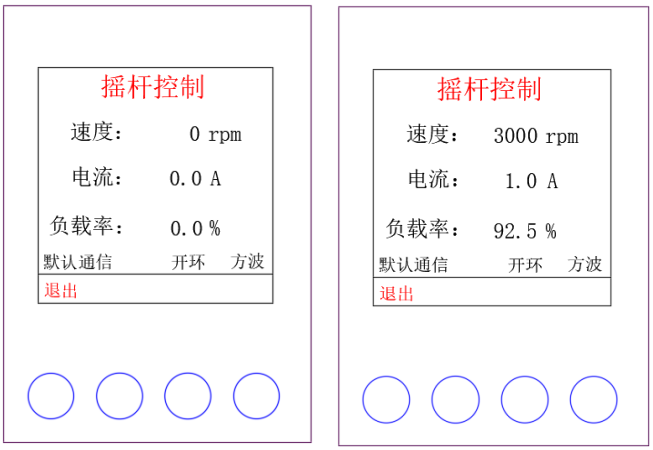

图 6.70 外部摇杆开环控制各界面
- 调节驱动器外部摇杆信号大小，进行调速和方向控制。如图 6.70。